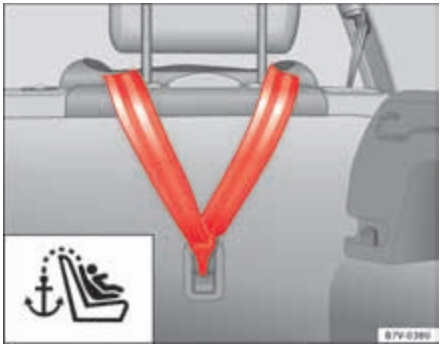

Fig. 29 Upper retaining strap hooked in the luggage compartment
- Hook the upper retaining strap to the corresponding retaining ring (for TOP TETHER) on the back of the backrest on the rear seat ⇒ fig. 29.